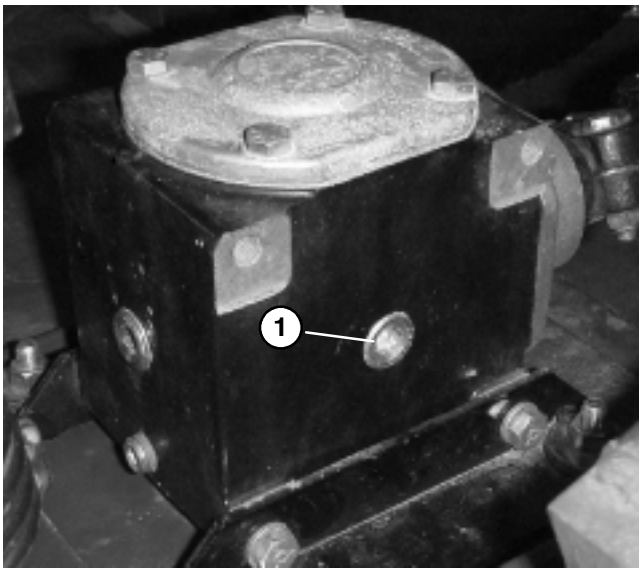

Figure 24
2. Position machine and cutting unit on a level surface and lower cutting unit. Remove fill/check plug from side of gear box (Fig. 24) and make sure lubricant is up to bottom of hole. If level of lubricant is low, add SAE 80–90 wt. gear lube until level is up to bottom of hole.